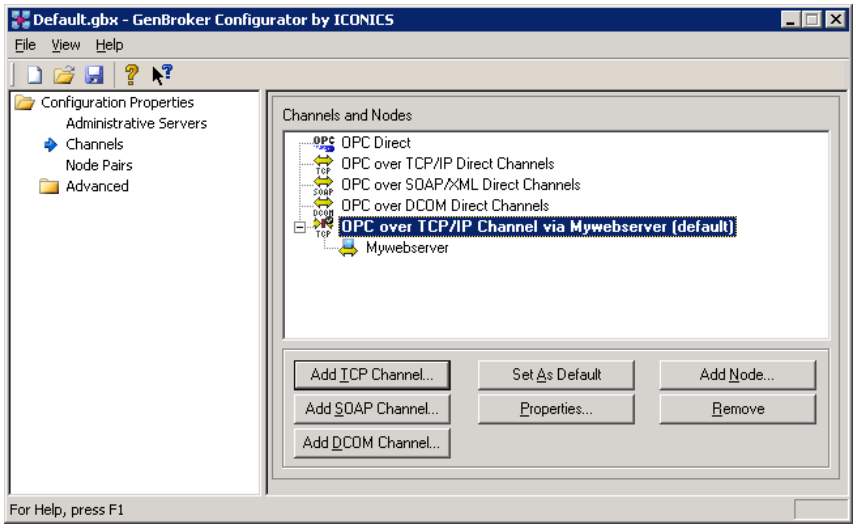

Figure L3.3: Configuration of Default.gbx
6. Notice the use of an **indirect channel** with a **mediator node.** During WebHMI installation you are asked to enter the name of your WebHMI server. This configuration file is automatically created so that the mediator node of the indirect channel is your WebHMI server. In the example shown in **Figure L3.3** the WebHMI server is named **Mywebserver**.
7. If you need to create an indirect channel, it can be cone by using the three buttons shown in **Figure L3.3** in any of the following three protocols: TCP/IP, SOAP/XML, or DCOM. You will then be asked to enter the name of the **Mediator Node**.
9. In the example shown in **Figure L3.3** (default.gbx), all the nodes listed underneath the indirect channel will automatically be routed through the mediator node using the specified protocol. The WebHMI server is the only one listed, although others can easily be added. This is sufficient since we know that all OPC, DA, A/E, and HDA data is located on the server itself (explained in